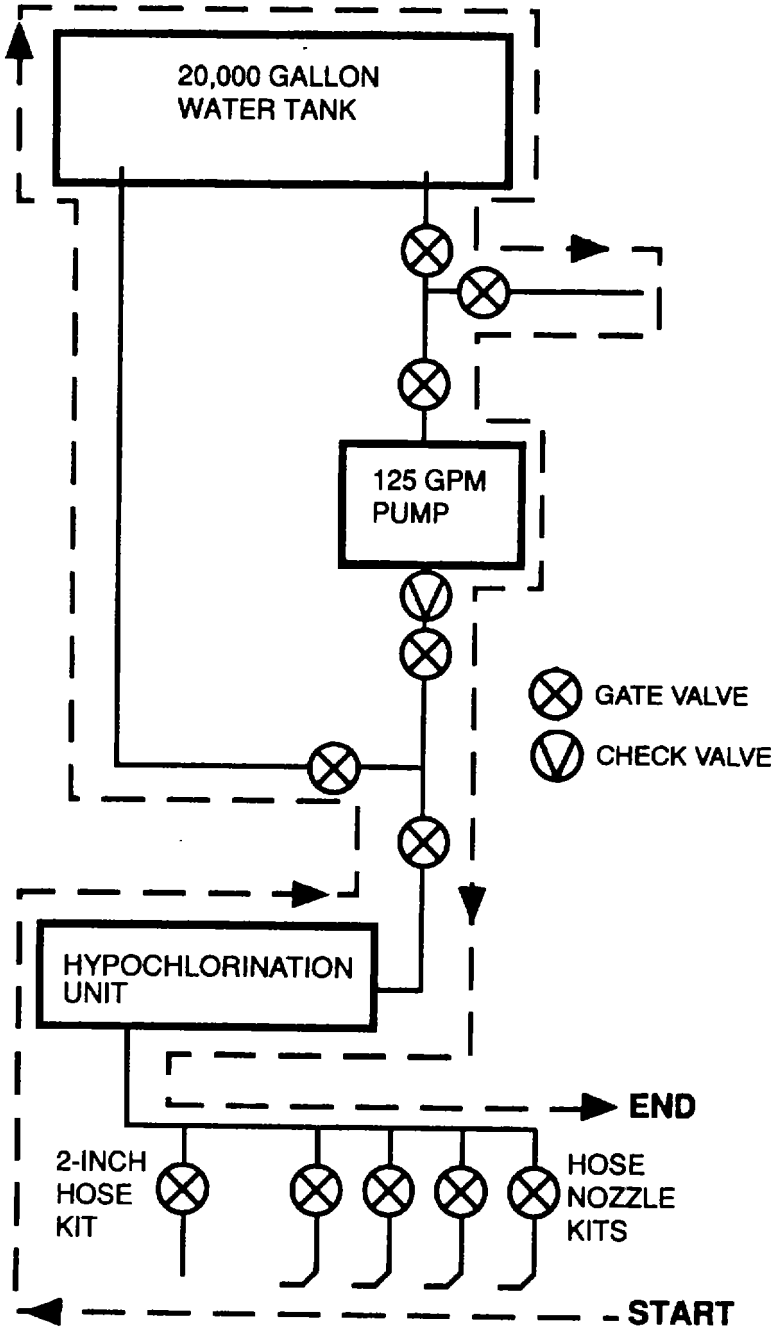

Figure 2-3. PMCS Routing Diagram
(1) Keep the equipment clean. Remove dirt, sand and debris from quick disconnect couplings, hose ends, gate valves and distribution nozzles to prevent excessive wear and contamination of the water system. Use soap and water to remove dirt. Do not contaminate system with any type of cleaning solvent.
(2) Bolts, nuts and screws. Check them for obvious looseness, missing, bent or broken condition on gate valves. If you find a bolt, nut or screw you think is loose, tighten it or report it to your supervisor.
(3) Hoses. Look for wear, damage and leaks. Make sure clamps and quick disconnect couplings are tight. Wet spots show leaks, but a stain around a fitting or connector can also mean a leak. If a leak comes from a loose fitting or coupling, tighten it. If something is broken or worn out, report it to your supervisor.
i. When you check for "operating condition", look at the component to see if it's serviceable. Refer to Figure 2-3 for a PMCS routing diagram that shows the typical order by which the checks and services are done.